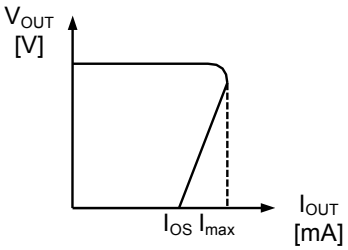

Figure 19
The S-87x Series has a built-in short-circuit protection circuit to protect the element from break caused by a large current in case of a short circuit. The output short current is internally limited to approx. 70 mA. Short-circuit protection circuit has three kinds characteristics according to input voltage (V_{IN}) as shown in **Figure 19 to 21**.
(1) At the time of voltage detection, the voltage regulator is shutdown and load current is cut. Therefore, VIN pin voltage increases by $\Delta V_{IN}=I_{IN}\times R_{IN}$, where the current flowing into R_{IN} is set to I_{IN}. Hence, if ΔV_{IN} exceeds hysterisis width (V_{HYS}), oscillation starts immediately after detection and continues. It is necessary to set ΔV_{IN} less than V_{HYS}.
(2) At the time of voltage release, the voltage regulator is powered on and load current flows. Therefore, if ΔV_{IN} exceeds hysterisis width (V_{HYS}), oscillation starts immediately after release and continues. It is necessary to set ΔV_{IN} less than V_{HYS}. Also at the time of voltage release, the rush current to charge output capacitor (C_{OUT}) flows. Hence, oscillation momentarily starts until the output of regulator (V_{OUT}) rises high enough even though ΔV_{IN} is set less than V_{HYS}. But Short-circuit protection circuit controls the rush current less than I_{MAX} on Figure 19 to 21. If this momentary oscillation is a problem in your applicaion, setting R_{IN} less than V_{HYS}/I_{MAX} prevents oscillation.